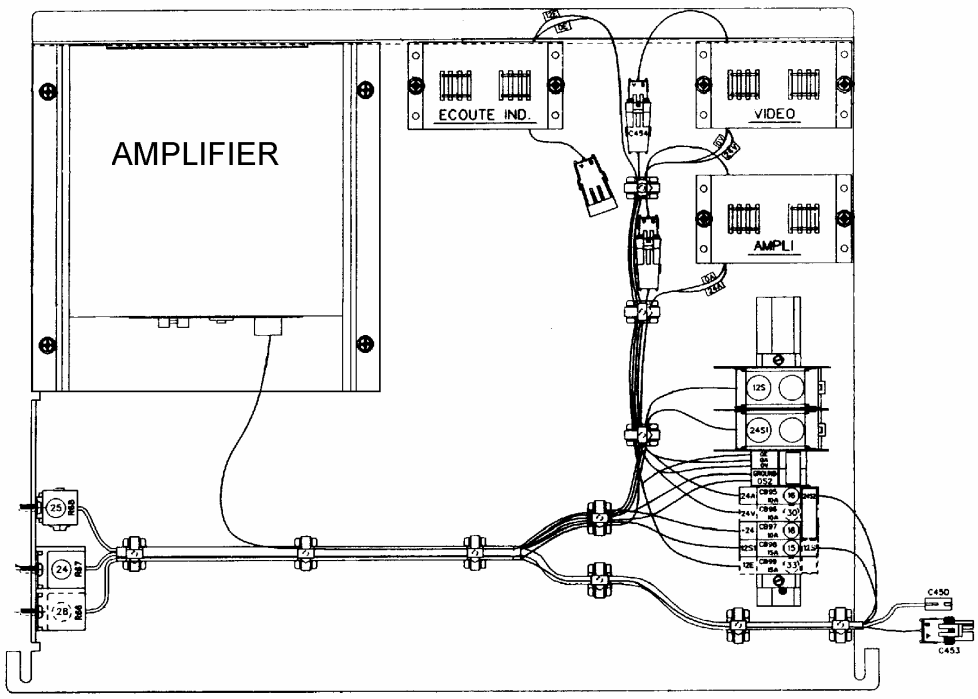

FIGURE 1: SOUND SYSTEM JUNCTION PLATE 23059
The power amplifier is mounted on a sound system junction plate which is located in the first baggage compartment, L.H. side (Fig. 1), to access, open the first baggage compartment. In addition to the public address (PA) systems, options for AM/FM stereo radio and cassette player, CD changer, karaoke, wireless microphone, video system with monitors, scenic viewer and digital processor controller may be featured.